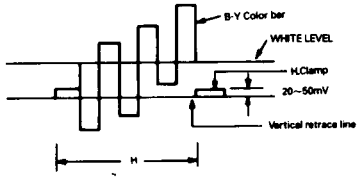

Figure 9
(1) Receive the standard SECAM color bar signal (Leave the contrast and brightness, color controls free)
(2) Connect the scope to TP501 (pin 62 of IC501)
(3) Adjust L500 so that the white level in picture part may get to concur with the vertical retrace line (See figure 9)